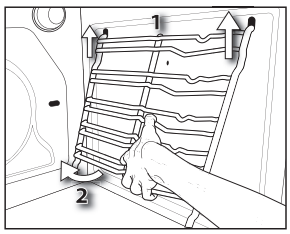

Afb.5
2. Verwijder de roosters door ze op te tillen (1) en ze om te draaien (2) zoals getoond in Afb.5.